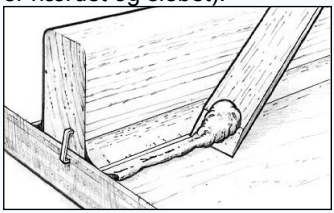

Figur 14 Fjern den overskydende epoxy uden for hulkelkanten.
3. Fjern det resterende overskydende materiale uden for kanten ved at bruge en blandepind eller en kitspartel *(Figur 14)*. Der kan sættes glasfiberdug eller afdækningstape over hulkelområdet, før hulkelen er hærdet (eller efter hulkelen er hærdet og slebet).